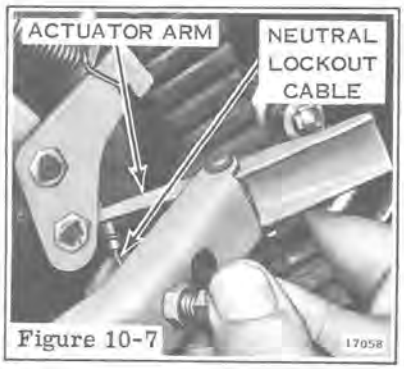

Figure 10-7
h. Disconnect neutral control cable from actuator arm and move belt between actuator arm and primary sheave. Belt is now free of snowmobile, Figure 10-7.